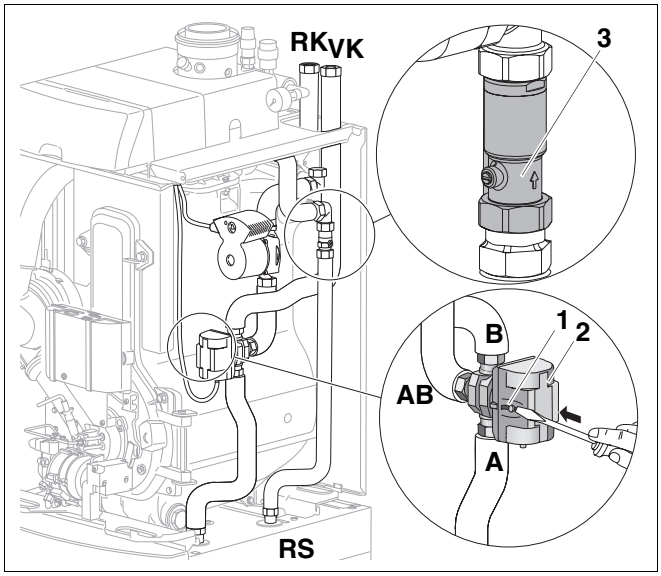
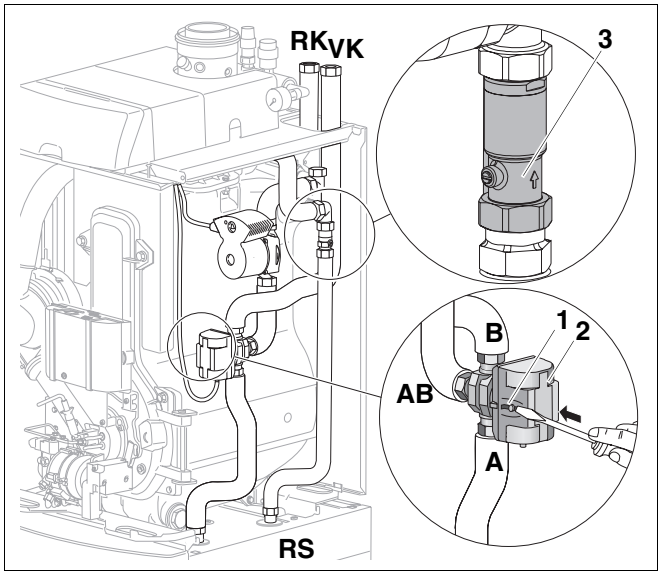
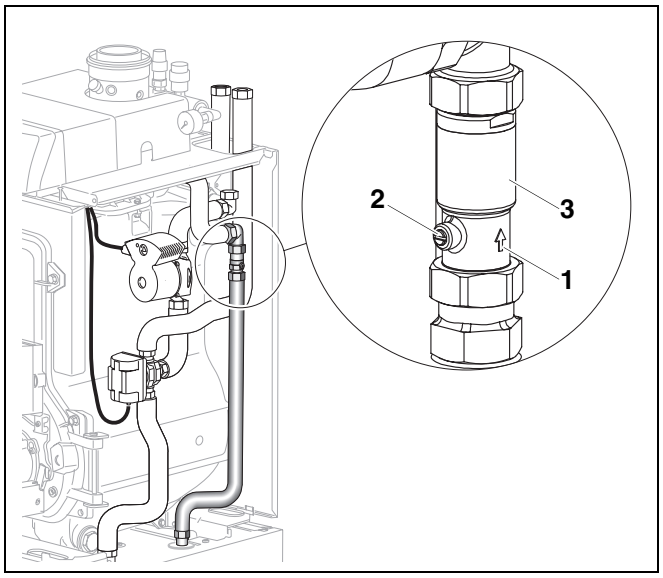

Abb. 24 Manueller Umschalter des Dreiwegeventils bei Logano G135T (Lupe zeigt das Dreiwegeventil von hinten)
Abb. 28 Manueller Umschalter des Dreiwegeventils bei Logano G135T (Lupe zeigt das Dreiwegeventil von hinten)
Abb. 29 Einbaurichtung des Sperrventils bei Logano G135T
Beachten Sie, dass das Dreiwegeventil (Abb. 24, **Pos. 2**) ohne Strom zwischen den Anschlüssen AB und B offen ist (siehe Abb. 24).
Für Notbetrieb: Bei defektem Stellantrieb kann das Dreiwegeventil (Abb. 24, **Pos. 2**) mit Hilfe des manuellen Umschalters (Abb. 24, **Pos. 1**) von AB - B zu AB - A geöffnet werden (siehe Lupe in Abb. 24).
- Sperrventil (Abb. 24, **Pos. 3**, wenn vorhanden) öffnen (vgl. auch Abb. 29, **Pos. 2**, und Anwenderhinweis auf Seite 35).
- Gegebenenfalls manuellen Umschalter (Abb. 28, **Pos. 1**) des Dreiwegeventils (Abb. 28, **Pos. 2**) in Betriebsstellung bringen.
- Gegebenenfalls Sperrventil (Abb. 28, **Pos. 3**) wieder in Betriebsstellung bringen (vgl. auch Abb. 29, **Pos. 2**, und Anwenderhinweis auf Seite 35).
Für die manuellen Einstellmöglichkeiten am Dreiwegeventil des Logano G135T beachten Sie bitte Abb. 24 sowie den dazugehörigen Anwenderhinweis auf Seite 32.
Der Pfeil (Abb. 29, **Pos. 1**) am Sperrventil gibt die Flussrichtung an, er muss nach oben zeigen.
Einstellungsmöglichkeiten am Schraubenschlitz (Abb. 29, **Pos. 2**) des Sperrventils (Abb. 29, **Pos. 3**):